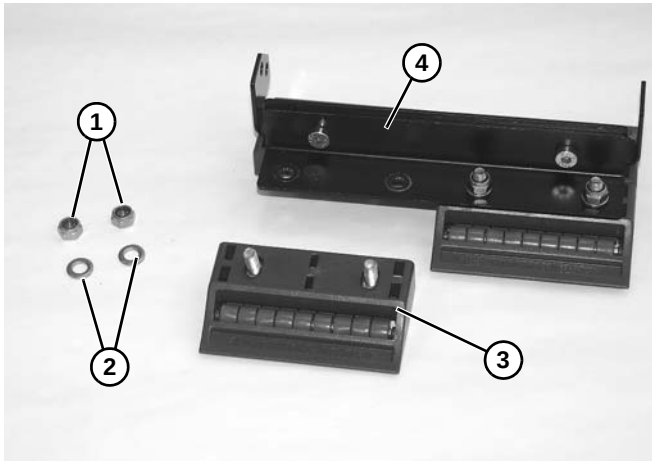

Figure 129
3. Remove nuts **(Figure 129, item 1)**, washers **(Figure 129, item 2)**, and roller transfer **(Figure 129, item 3)** from frame **(Figure 129, item 4)**.